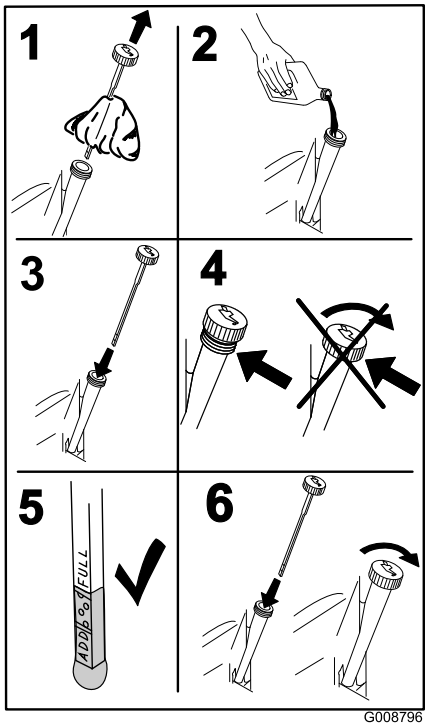

Figur 46
5. Hæld langsomt ca. 80 % af den foreskrevne olie i påfyldningsrøret, og tilsæt langsomt ekstra olie, så oliestanden når op til mærket **Full** (fuld) (Figur 46).